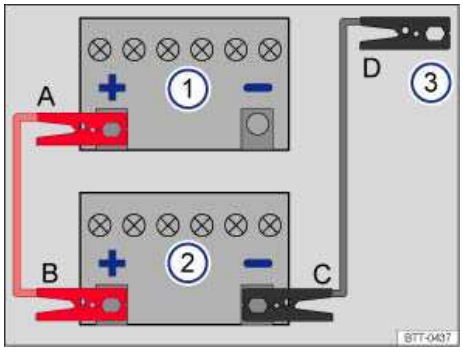

Fig. 179 Diagram for attaching the jumper cables: Dead battery 1 and booster battery 2.
The procedure for attaching and for removing the jumper cables is described below. Perform each of the following steps only in the order described, which follow the letters shown in the illustration ⇒ fig. 179 **A – B – C – D**.
3. Attach one end of the *red* jumper cable to the **positive terminal** (+) of the dead battery: (1) ⇒ ⚠.
4. Attach the other end of the *red* jumper cable to the **positive terminal** (+) of the good battery (booster battery): (2).
5. Attach one end of the *black* jumper cable to the **negative terminal** (-) of the booster battery: (2) ⇒ fig. 179.
6. Attach the other end of the *black* jumper cable (3) to **a bare metal part of the vehicle with the dead battery**. This part should be connected directly to the engine block. You may also attach the cable to the engine block itself or to the towing eye installed on the front of the vehicle ⇒ *Towing*. Attach the clamp to a point that is as far away as possible from the dead battery (1) ⇒ ⚠.